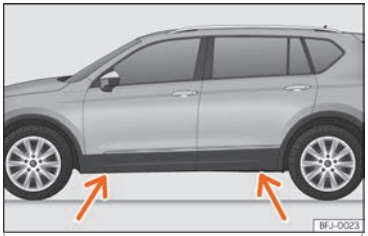

Fig. 37 Points de prise du cric.
- Recherchez sur le bas de caisse la marque du point d'appui du cric (zone renfoncée) le plus proche de la roue à changer ››› fig. 37.